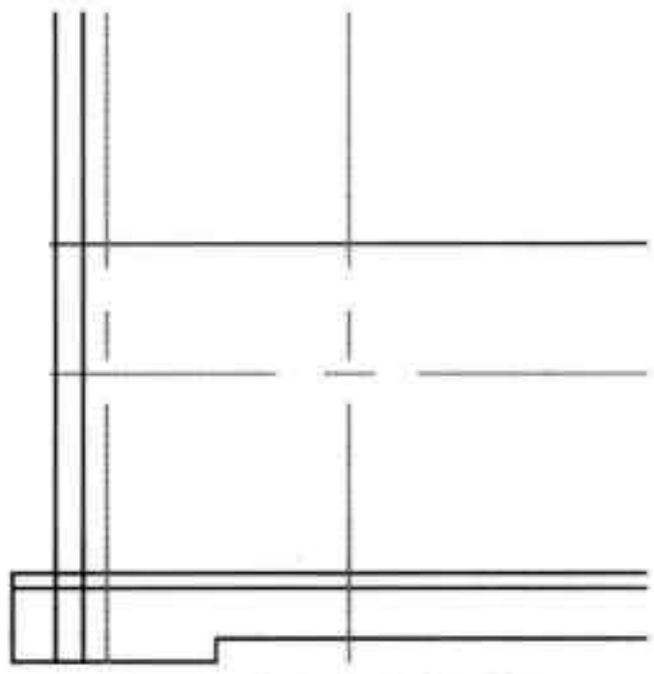

图21-64 偏移线段并更换图层
Step 23 执行“偏移”命令，将线段 L1 向左依次偏移 3 和 6.5，并将其设置在“0 图层”上，如图 21-64 所示。